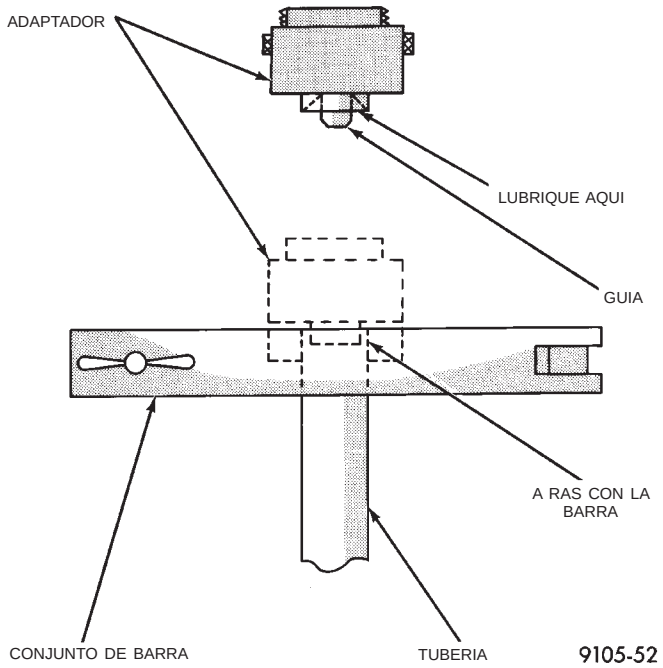

Fig. 16 Abocinamiento ISO
(1) Corte el tubo averiado con un cortador de tuberías.
(2) Retire las rebabas del interior del tubo.
(3) Instale una tuerca de tubo en el tubo.
(4) Coloque el tubo en la herramienta de abocinamiento a ras con la parte superior de la barra de la herramienta (Fig. 16). A continuación, apriete la barra de la herramienta sobre el tubo.
(5) Instale un adaptador de la medida correcta en el tornillo del estribo de la herramienta de abocinamiento.
(6) Lubrique el adaptador.
(7) Alinee el adaptador y el tornillo del estribo sobre el tubo (Fig. 16).
(8) Gire el tornillo del estribo hasta que el adaptador quede uniformemente asentado sobre la barra de la herramienta.